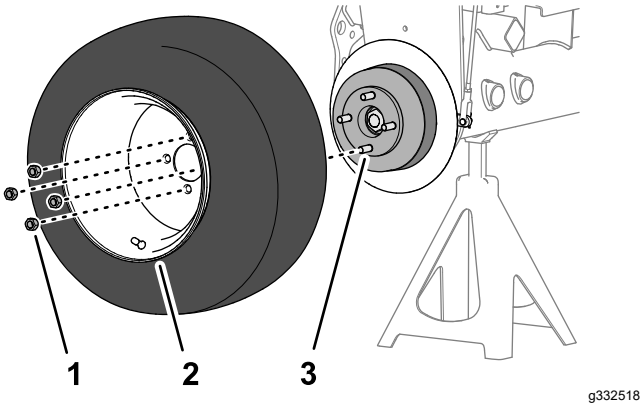

Figur 60
1. Ta bort de fyra hjulmuttrarna som fäster framhjulet till navet och ta bort hjulet (Figur 60).